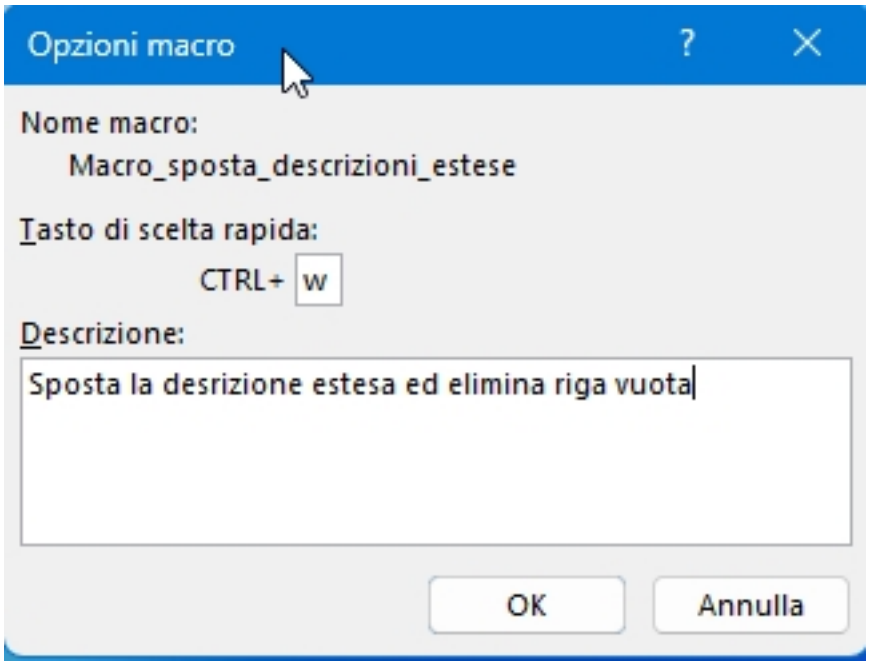

Figura 27: Configura macro
- Inserire un nome per la macro, un tasto di scelta rapida (in questo caso ho scelto la lettera "w" in quanto non utilizzata dal sistema operativo), una posizione di memorizzazione ed una descrizione per configurare la macro. Figura 27. Premendo il tasto "OK" partirà la registrazione della macro;